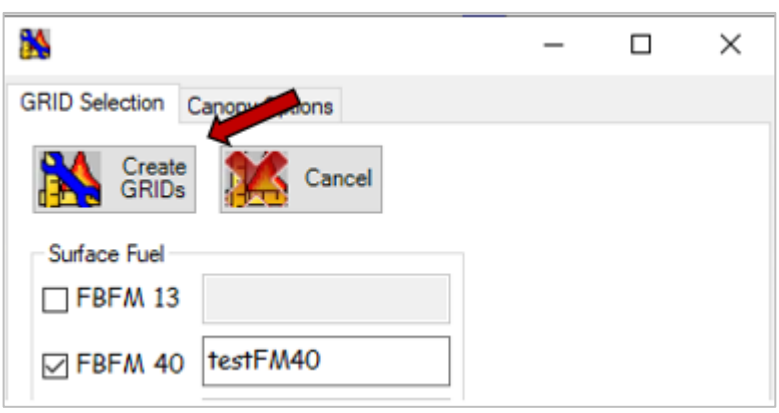

Figure 6-22. *Click Create GRIDs button*
- After you finish making your selections, click **Create GRIDs** (Figure 6-22).